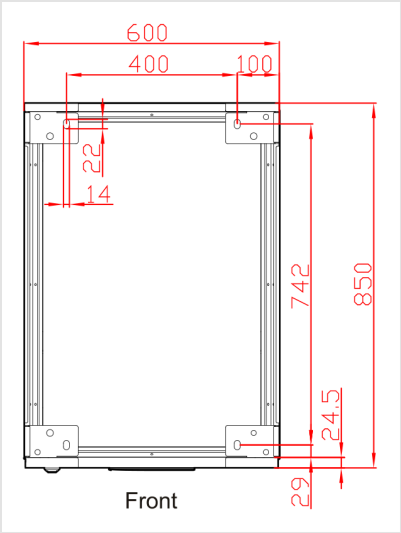
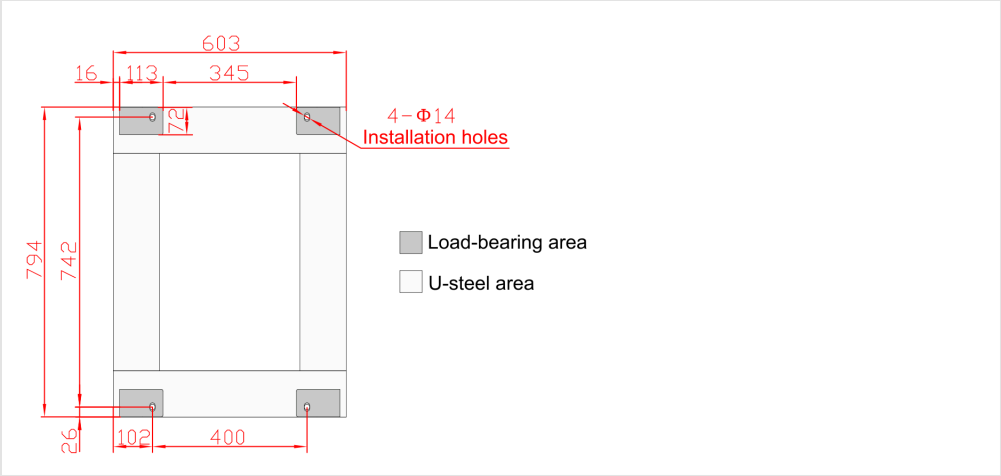

FIGURE 3-7 Floor fixing holes, mm, seen from above
FIGURE 3-8 U-channel steel base, mm — 4 holes of 14 mm (0.55 in)
2. Drill 4 holes of 0.55 in (14 mm) diameter in the floor at the fixing holes of the cabinet (Figure 3-7). On a U-channel steel base, drill the 4 holes as in Figure 3-8.